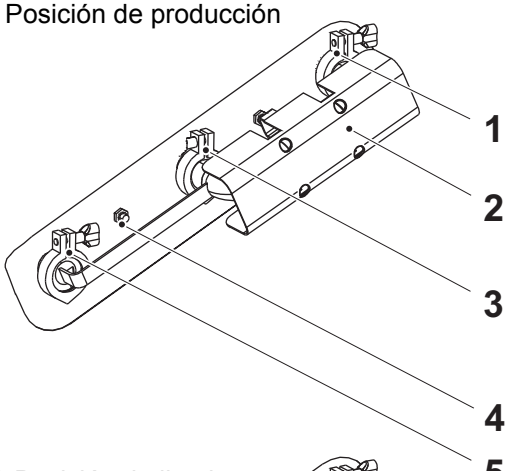

Fig 2 Posición de limpieza
a) Retirar las abrazaderas (1), (3) y (5).
b) Retirar el tubo (2).
c) Girar el tubo (2) e instalarlo en la posición de limpieza que se muestra en la Fig 2, Posición de limpieza. Comprobar que las guarniciones están en su sitio.
d) Instalar y apretar las abrazaderas (1), (3), y (5).